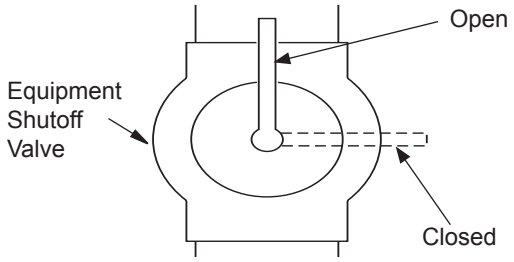

Figure 13 - Equipment Shutoff Valve
1. Close equipment shutoff valve *(see **Figure 13**)*.
1. Open equipment shutoff valve *(see **Figure 13, Page 9**).*